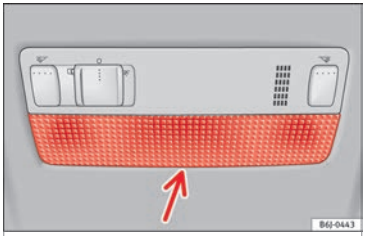

Fig. 102 Front reading light.
– Insert a fine screwdriver between the casing and the glass ››› Fig. 102.